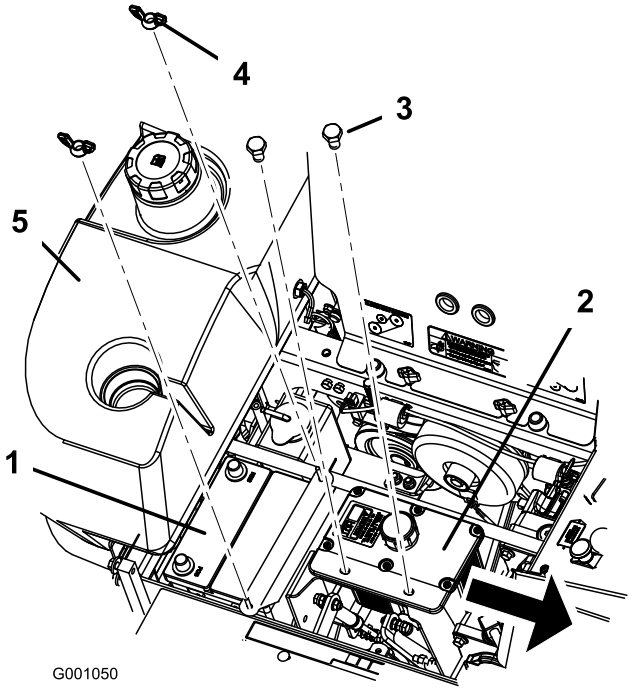

Figur 51
6. Fjern vingemutrene (1/4 tomme) som fester batteriklemmen (Figur 51).
7. Fjern de to boltene som holder den hydrauliske tanken (Figur 51).
1. Plasser batteriet med polene vendt bort fra den hydrauliske tanken (Figur 51).
6. Fest batteriet med to J-bolter, batteriklemmen, to skriver (1/4 tomme) og to vingemutrer (1/4 tomme) (Figur 51).